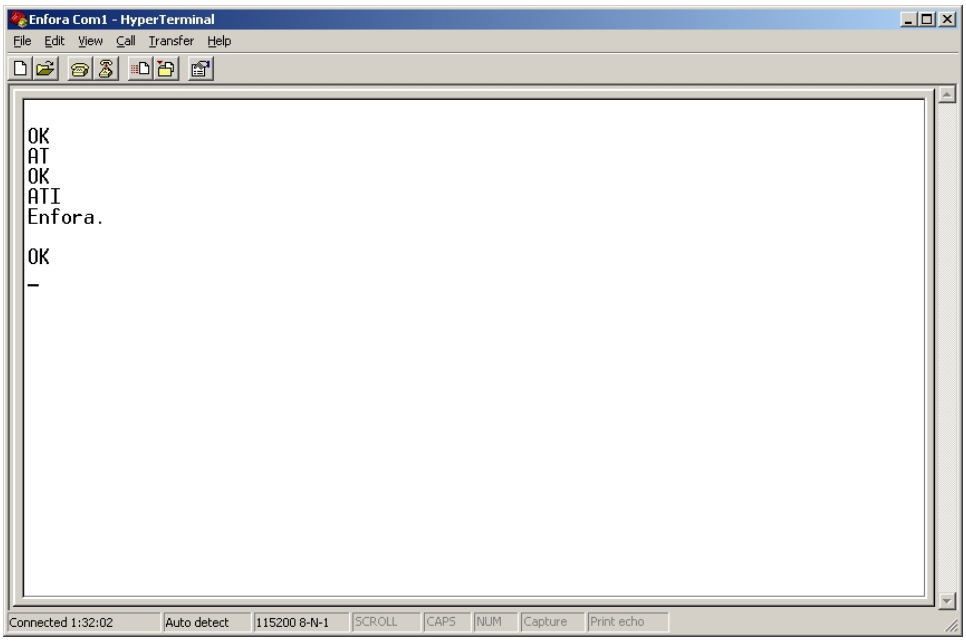

Figure: 40 - ATI Response
c. Type ATI<CR>. The device should respond with Enfora, Inc. If you get any different response, you are not connected to the Enfora device. See Figure: 40 - "ATI Response"